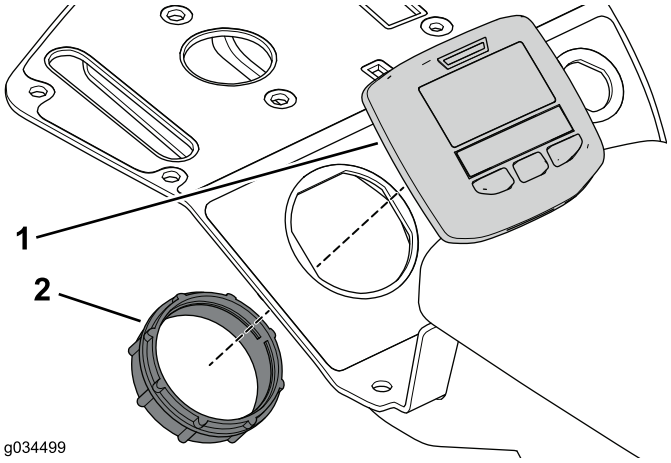

Figura 10
1. Retire el anillo de retención para poder retirar la pantalla de la consola (Figura 10).